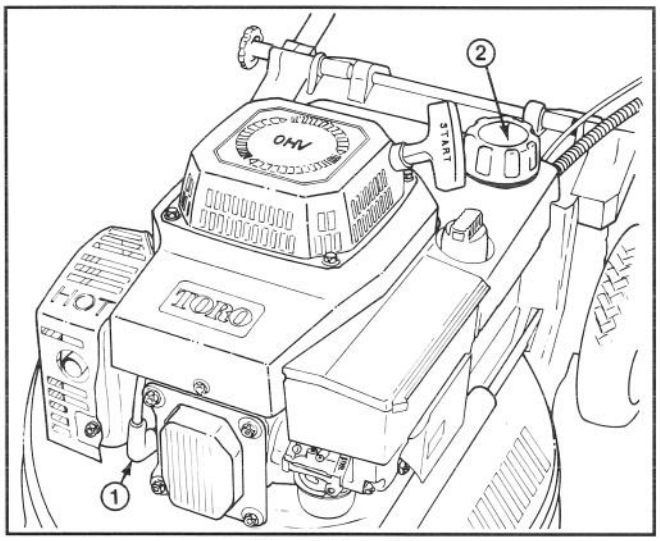

Afbeelding 17
1. Zet de motor af en wacht tot de motor is afgekoeld. Trek de draad van de bougie (Afb. 17).
1. Zet de motor af en trek draad van bougie (Afb. 17). Bij elektrische startmodellen het sleuteltje uit het contact halen.
2. Verwijder de dop van de benzinetank (Afb. 17) en gebruik een pomphevel om de brandstof naar een schoon benzineblik over te hevelen.
1. Zet de motor af en trek draad van de bougie (Afb. 17). Verwijder de sleutel uit het contact bij elektrische startmodellen.
1. Zet de motor af en trek de draad van de bougie (Afb. 17). Verwijder de sleutel uit het contact bij elektrische startmodellen.